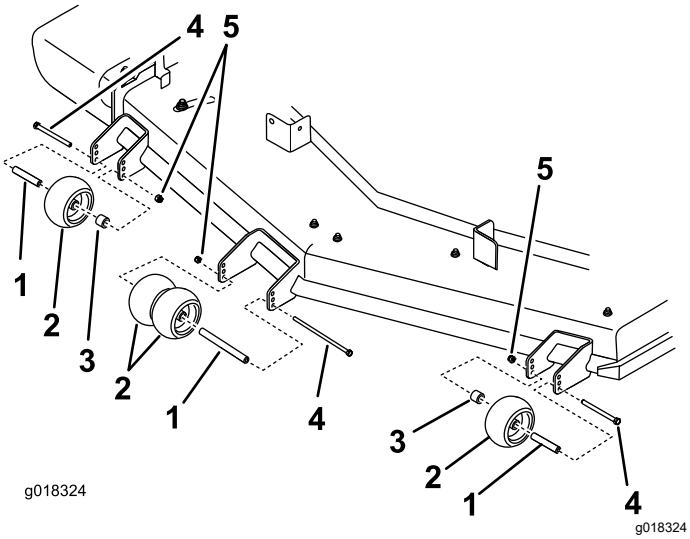

Figure 23
4. Veillez à monter les entretoises et les bagues (Figure 23).